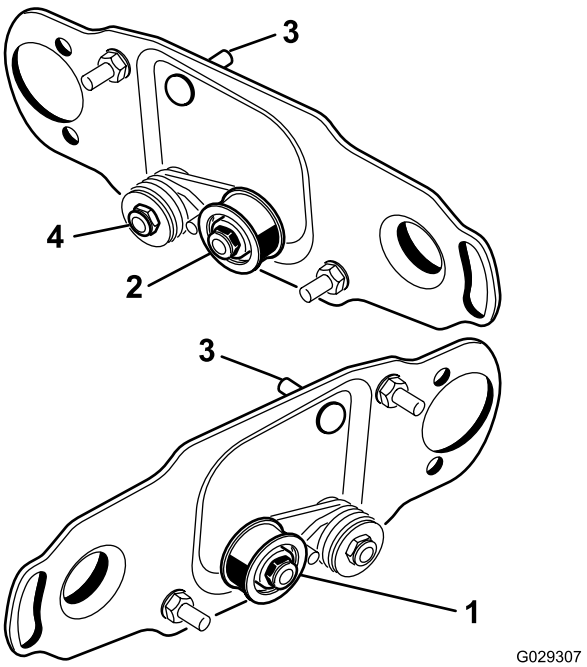

Figure 3
Sur les plateaux de coupe avant et arrière gauches, inverser la poulie de tension pour la monter sur le **côté droit** du plateau de coupe (Figure 3), comme suit :
1. Déposez la poulie de tension du côté gauche du plateau de coupe et montez-la dans le trou inférieur de la plaque de brosse, sur le côté droit du plateau de coupe (Figure 3).
2. Enlevez le boulon de carrosserie et l'écrou et placez-les dans le trou supérieur occupé précédemment par la poulie de tension (Figure 3).